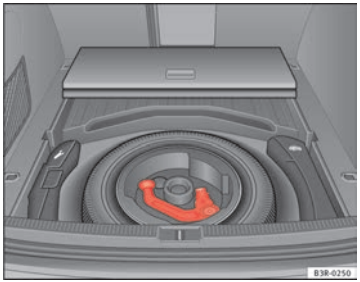

Fig. 162 Luggage compartment: Spare wheel with towing bracket
- On vehicles with a spare wheel ⇒ fig. 162.